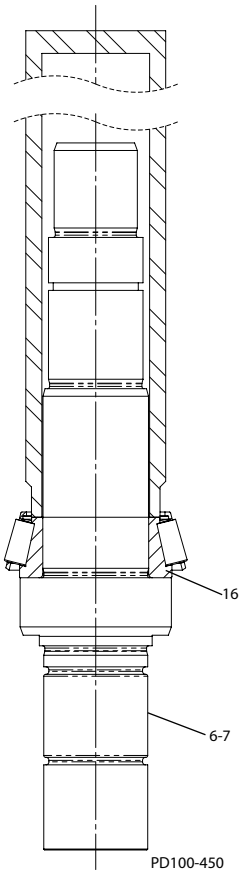

Afbeelding 45 - De lagerconus op de as drukken
Alternatieve methode: De de voorlagerconus (Afbeelding 45, item 16) op de assen (items 6-7). De lagerconus moet recht op de askraag zitten.